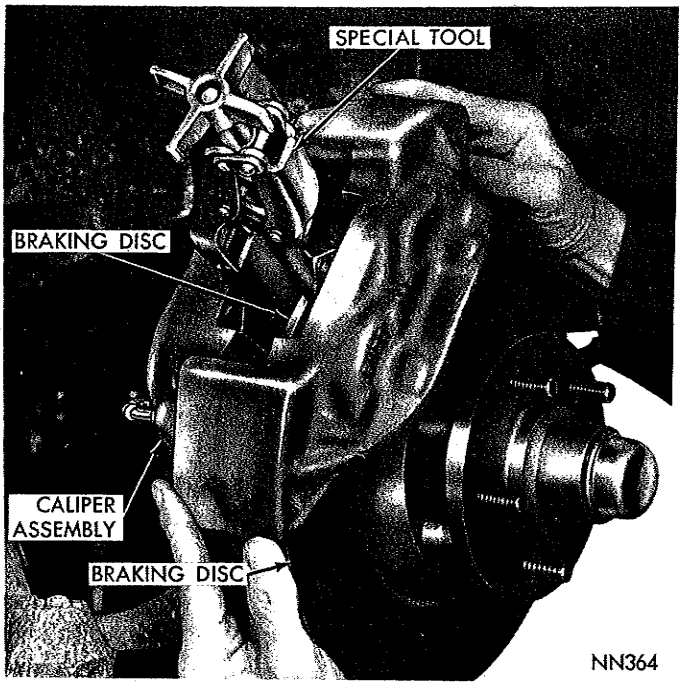

*Fig. 4—Piston Compression Tool Installed*
(1) Raise car on hoist or jackstands.
(2) Remove wheel covers and wheel and tire assemblies.
(3) Remove brake shoe anti-rattle spring.
(4) Remove bolts that attach caliper assembly to steering knuckle and steering knuckle arm.
(5) Remove caliper from disc by slowly sliding caliper assembly up and away from braking disc.
(6) Carefully remove brake shoe and lining assembly, (one at a time through top opening).
(7) Insert piston compression Tool C-3992 between piston insulator pads and turn knob on tool until pistons are fully compressed (Fig. 4).
(2) Remove wheel covers, wheel and tire assemblies and anti-rattle springs. Disconnect brake line at caliper housing and install a 3/8-24 plug.
(3) Remove bolts that attach caliper assembly to steering knuckle and steering knuckle arm.
(4) Remove caliper from disc by slowly sliding caliper assembly up and away from braking disc.
(5) Remove lining pads. Insert piston compression Tool C-3992 between piston insulator pads and turn knob on tool until pistons are fully compressed (Fig. 4). Remove to bench for disassembly.